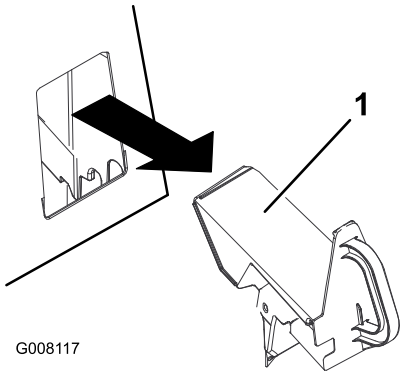

Figur 19
3. Fjern resirkuleringspluggen (Figur 19).